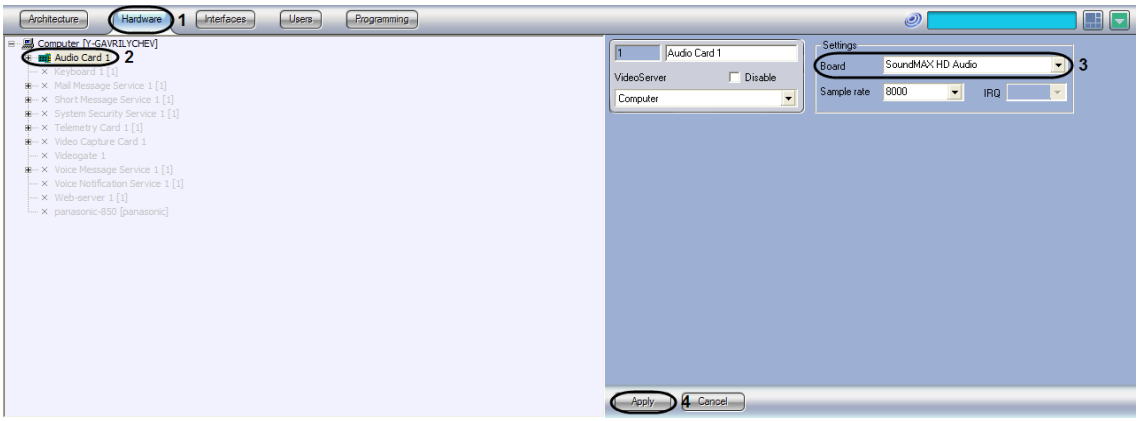

Figure 8.8-3. Audio signals sample rate settings
2. Select the relevant “Audio Card” object, created before, on the «Hardware” tabin the objects tree. The Settings panel of the selected object appears in the right part of the «Hardware” tab(Figure 8.8-3).